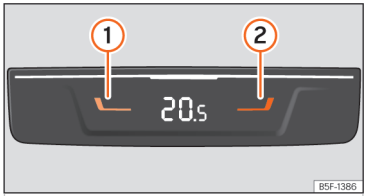

**Fig. 115** In the centre console, rear section: controls for the rear seats.
- Press buttons ① and ② ››› Fig. 115 to adjust the temperature of the rear zone.